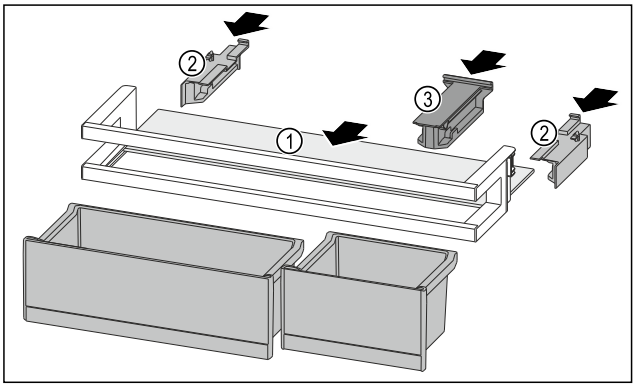

Fig. 211
▶ Insérer la tablette de rangement *Fig. 211 (1)* dans les évidements latéraux.
▶ Installer les parties latérales *Fig. 211 (2)*.
▶ Installer la pièce de retenue *Fig. 211 (3)*.